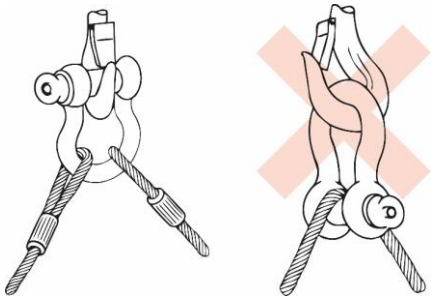

Figure 4
- **Évitez les applications où la charge est instable (voir Figure 4).**